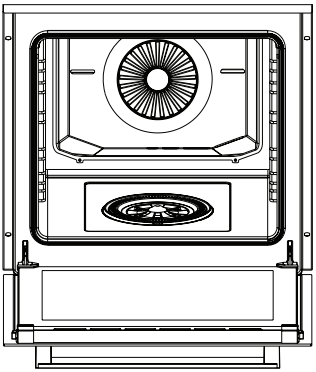
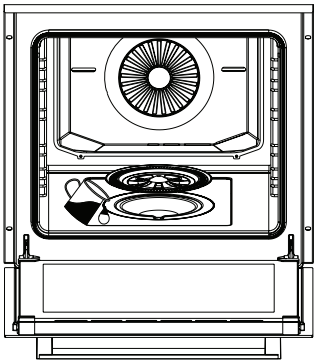
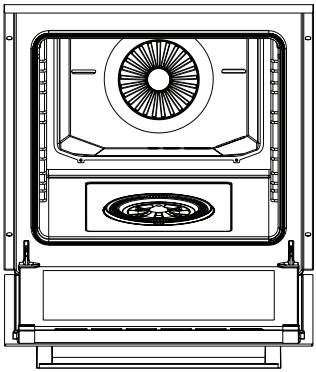

Figura 21
Figura 22
Figura 23
2. Abra la cubierta del aparato (Ver figura 21). Retire la cubierta del depósito de agua y llene el depósito (Ver figura 22). Luego, cierre la cubierta del depósito de agua (Ver figura 23). Cierre la cubierta del aparato y precaliente durante 10 minutos. Después del precalentamiento, puede colocar los alimentos en el aparato.